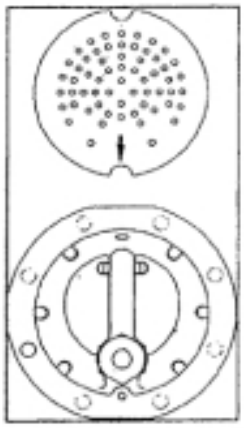

Fig. 1
6. * Retire los ocho (8) pernos de cabeza hexagonal de 3/8" de la tapa inferior y déjelos a un lado.
11. * Coloque la nueva placa filtrante dentro de la cavidad inferior. Coloque la cavidad de la placa filtrante, como se muestra en la fig. 1, con la flecha apuntando hacia el puerto de entrada de la tapa inferior.
13. * Ajuste los ocho (8) pernos hasta 25-30 lb ft.